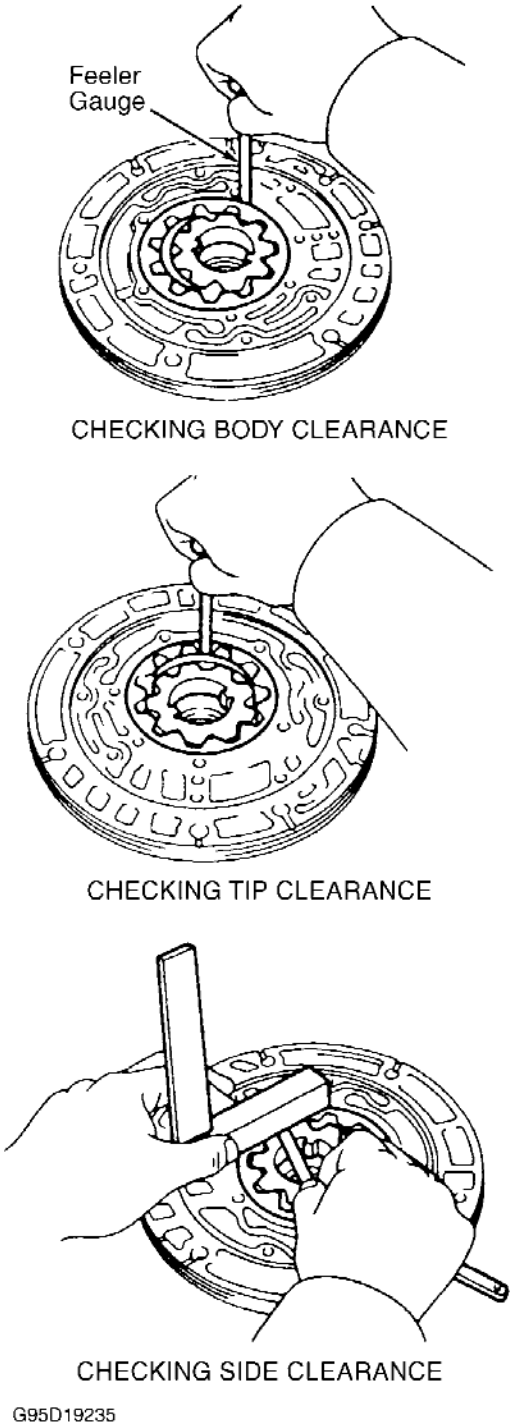

Fig. 19: Measuring Oil Pump Clearances
1. Check body clearance of driven gear. Push gear to one side of body. Measure body clearance. See **Fig. 19** . Clearance should be .0028-.0059" (.070-.150 mm). Maximum clearance is .012" (.30 mm). If worn beyond specification, replace pump body.
2. Check tip clearance of driven gear. Measure between gear teeth and crescent-shaped part of pump body. See **Fig. 19** . Tip clearance should be .0043-.0055" (.110-.140 mm). Maximum tip clearance is .012" (.30 mm). If tip clearance is greater than maximum specification, replace pump body.
3. Using a steel straightedge and feeler gauge, measure side clearance of both gears. See **Fig. 19** . Clearance should be .0008-.0020" (.020-.050 mm). Maximum side clearance is .004" (.10 mm). If worn beyond specification, replace pump body. Drive and driven gears are available in different thicknesses. See **OIL PUMP DRIVE & DRIVEN GEAR SPECIFICATIONS** table.